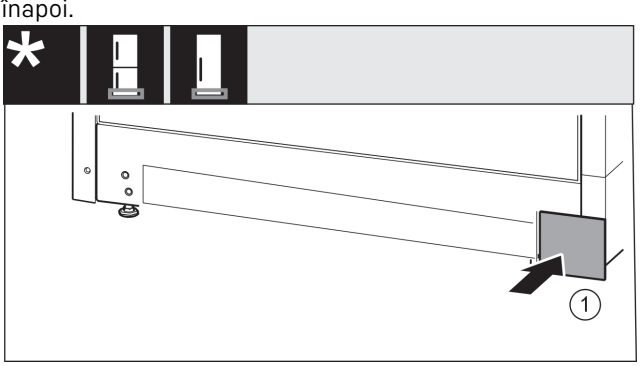

Fig. 19
▶ Așezați capacul *Fig. 19 (1)* din nou pe cealaltă parte.